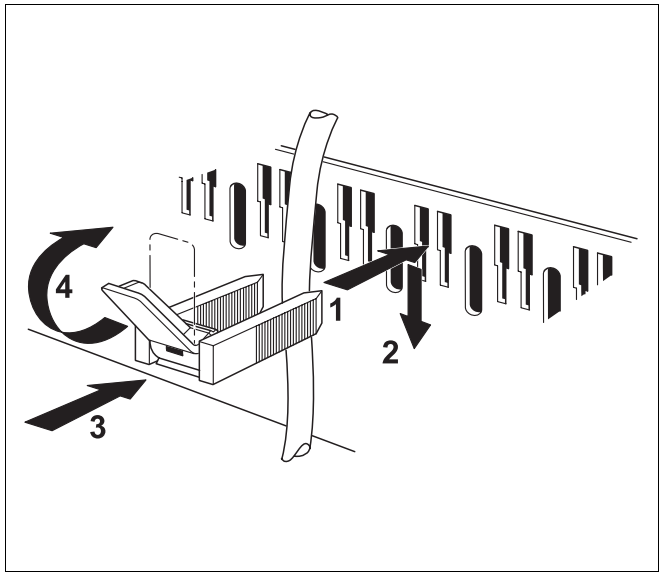

Fig. 36 Fissaggio del cavo con fascetta serracavo
- Inserire le fascette, come descritto nella fig. 36, con il cavo inserito dall'alto nella fessura del listello di cablaggio (fig. 36, **Operazione 1**).
- Spingere in basso il fermacavo (fig. 36, **Operazione 2**).
- Esercitare una contropressione (fig. 36, **Operazione 3**).
- Spostare la leva verso l'alto (fig. 36, **Operazione 4**).